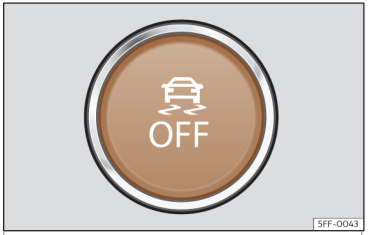

Fig. 177 En la parte inferior de la consola central: botón para conectar/desconectar el ESC
- El TCS se puede desconectar y conectar mediante una pulsación corta en el botón de la consola central>>> fig. 177 .
- El ESC en modo “Sport” se puede desconectar y conectar mediante una pulsación corta en el botón de la consola central >>> fig. 177.
- El ESC se puede desconectar y conectar mediante una pulsación larga en el botón de la consola central>>> fig. 177 .